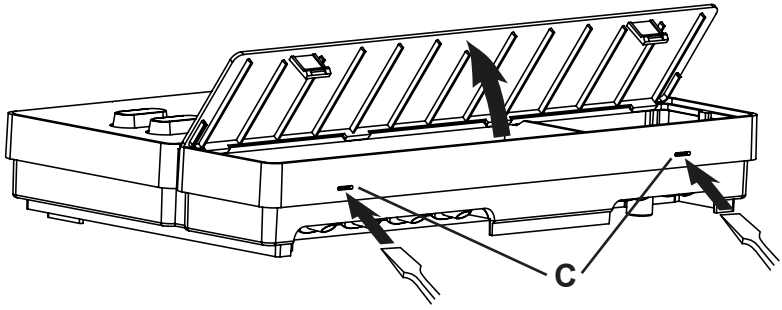

Abb.3 Abnahme des Gehäusedeckels
2. Drücken Sie die Schnappverschlüsse **C** mit einem Schraubendreher leicht ein und nehmen Sie den Gehäusedeckel ab (siehe **Abb.3**).